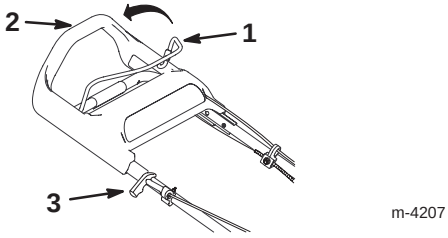

Figur 14
3. Håll knivreglaget mot det övre handtaget (figur 14).